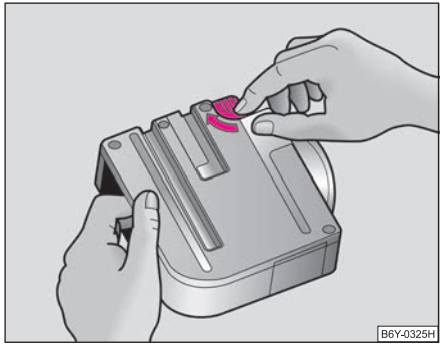

Fig. 131 Take out CDs
– Turn the release lever in direction of arrow ⇒ fig. 131.